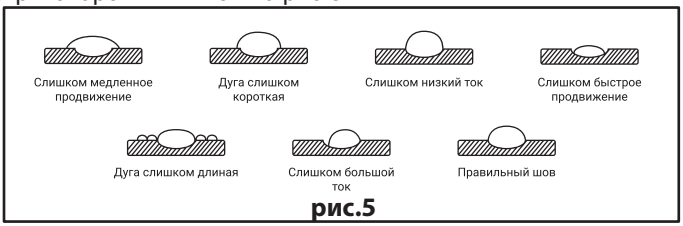

рис.5
18. Параметры сварочных швов на рис.5